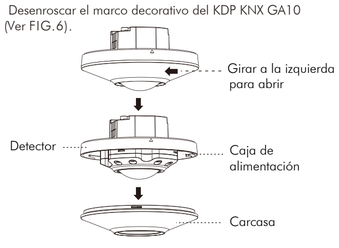

FIG.6
3.4.1.1 Desenroscar el marco decorativo del KDP KNX GA10 (Ver FIG.6).